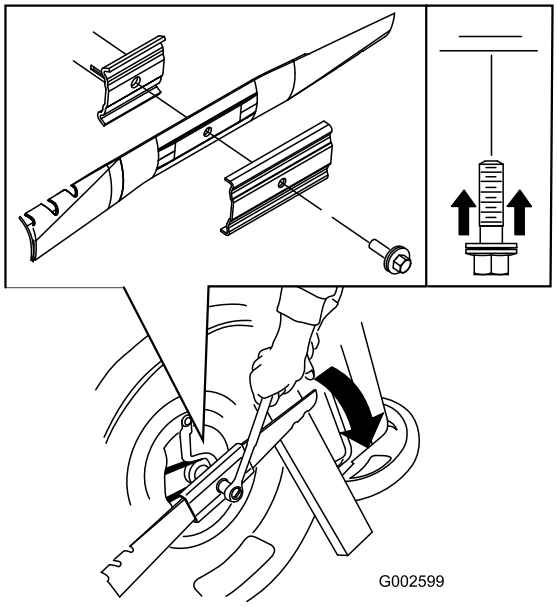

Figur 31
5. Montera den nya kniven (vrid knivbulten medsols) och alla monteringsdelar (Figur 31).